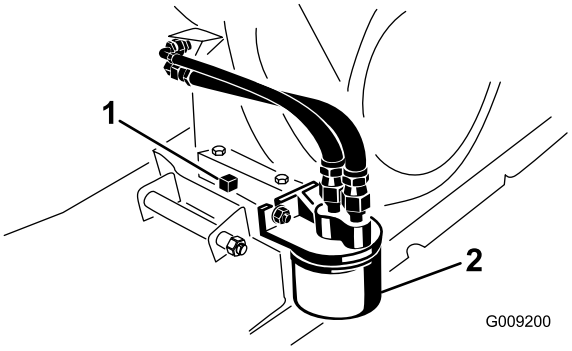

Figur 32
6. Fjern aftapningsproppen og pakningen (Figur 32).
2. Fjern det eksisterende oliefilter (Figur 32).
4. Skru det nye filter på filteradapteren, indtil pakningen berører monteringspladen, og spænd derefter filteret endnu 1/2 til 3/4 omgang (Figur 32).